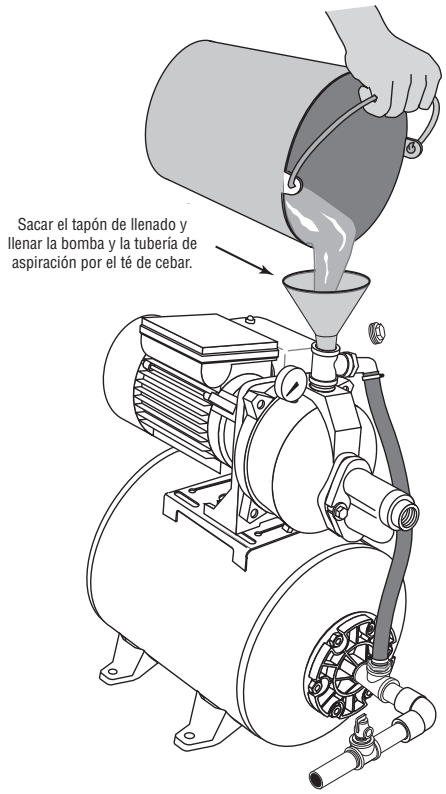

Figura 13 - Llenar la bomba por el té de cebar
1. Retire el tapón de cebado de la bomba y llénela, llenando toda la tubería entre la bomba y el pozo; asegúrese de que toda la tubería en el pozo esté llena (vea la Figura 13). Si también instaló una "T" de cebado en la tubería de succión, retire el tapón de la "T" y llene la tubería de succión.